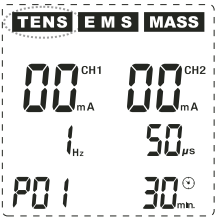

Abb. 5
Drücken Sie zum Einschalten des Gerätes die Taste (⏻). Die blaue Display-Hintergrundbeleuchtung schaltet sich ein und das Gerät befindet sich nun im Grundmodus. Wenn Sie das Gerät erstmals einschalten, entspricht die Displayanzeige der Abb. 5: Das Gerät befindet sich nun im Programm 1 (P01)des TENS-Modus (TENS blinkt). Wenn Sie das Gerät bereits in Betrieb hatten, wird jeweils das zuletzt verwendete Programm vor der Abschaltung angezeigt.
Drücken Sie die Taste ⑫ (T) zur Auswahl des TENS-Modus. Der TENS-Modus wird aktiviert und im Display erscheint eine Anzeige wie in Abb. 5: Das Gerät befindet sich nun im Programm 1 (P01) des TENS-Modus (TENS oben links im Display blinkt). Im TENS-Modus gibt es insgesamt 12 Programme (7 vorprogrammierte Programme P01 - P07 sowie 5 individuelle Programme U1 - U5, deren Parameter vom Anwender selbst eingestellt werden können (siehe Programmtabellen Seite 22). Drücken Sie im TENS-Modus wiederholt die Taste ⑥ (P/II), um nacheinander zunächst die Programme P01 - P07 und dann die Programme U1 - U5 aufzurufen. Nach dem Programm U5 beginnt die Reihenfolge wieder von vorne mit P01, P02 etc.